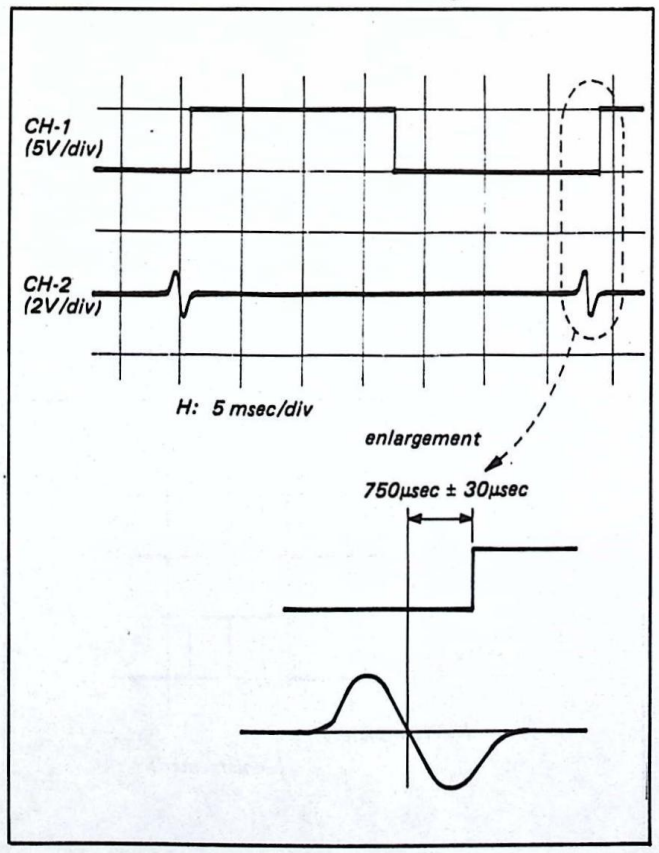
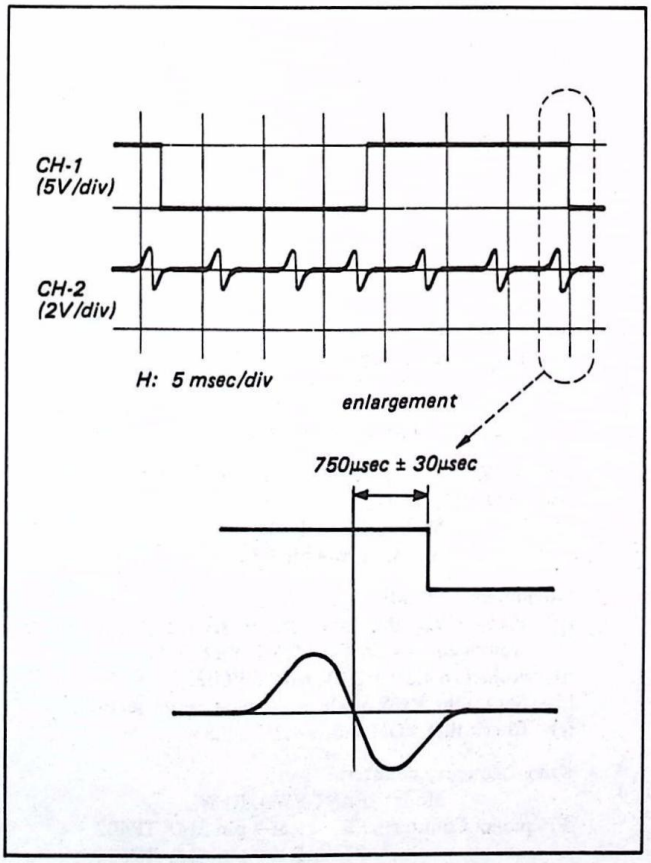

Fig. 5-2-4. RF switching position adjustment (1)
Fig. 5-2-5. RF switching position adjustment (2)
1) Adjust to 750µsec ± 30µsec with RV405. (See Fig. 5-2-4)
2) Change connection of CH-2 only to pin (11) of SV-11.
3) Adjust to 750µsec ± 30µsec with RV406. (See Fig. 5-2-5)